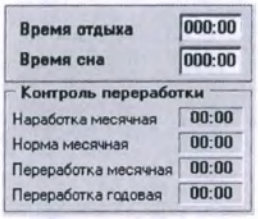

Рисунок 8.10
2.4.10.9 В программе АСПО предусмотрена возможность указать время отдыха и время сна (часы : минуты). По результатам опроса обследуемого введите в одноименных строках указанные данные (рисунок 8.10).